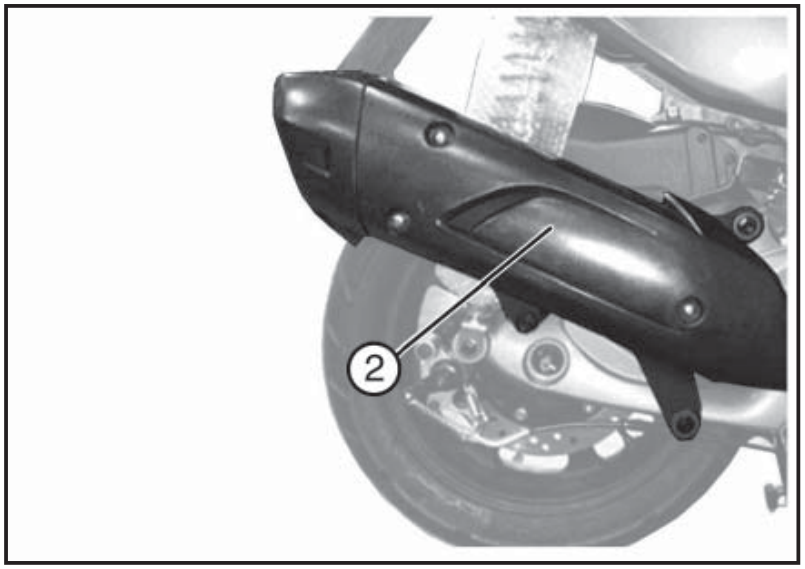

Fig. 02 QSI0032
4.22 SISTEMA DE ESCAPE (Fig. 02)